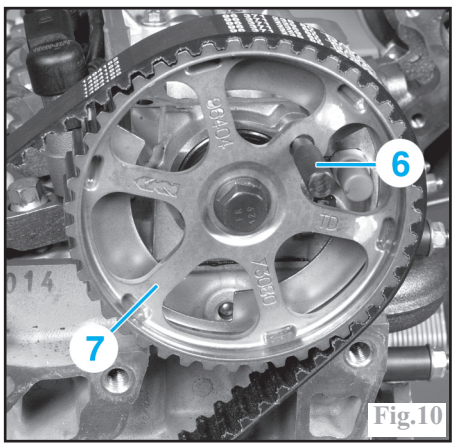

Fig.10
d'arbre à cames (7) (outil réf. (-).**0194.B**) (Fig.10).